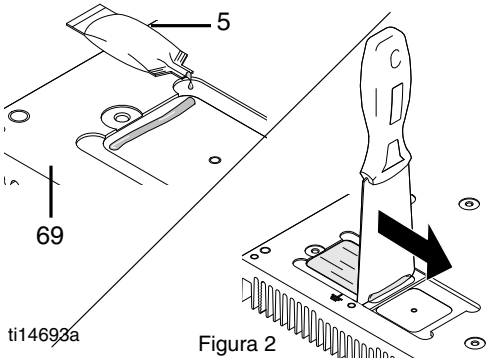

Figura 2
b. En el caso de tarjetas de 6 condensadores con la barra de alimentación que se muestra en la Figura 2 a continuación, aplique una pequeña cantidad de compuesto térmico 15U114 o 110009 (5) en las dos cavidades de la barra de alimentación (69) y raspe a lo largo de la cavidad con la rasqueta facilitada de modo que quede una capa uniforme en la cavidad.